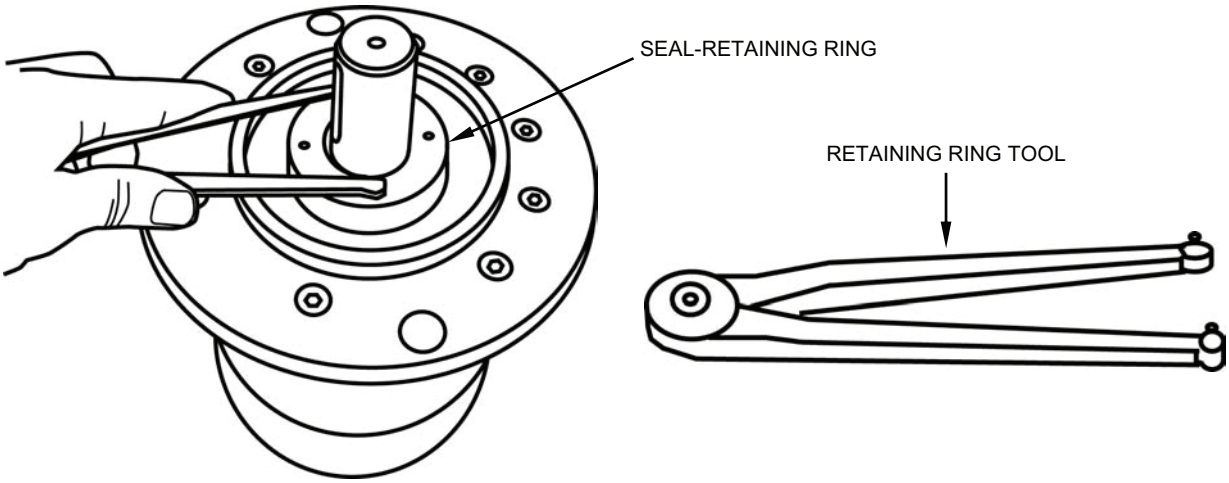

Figure 21. Removing Seal-Retaining Ring.
d. Using the retaining ring tool, unscrew the seal-retaining ring counterclockwise and remove it (see Figure 21).